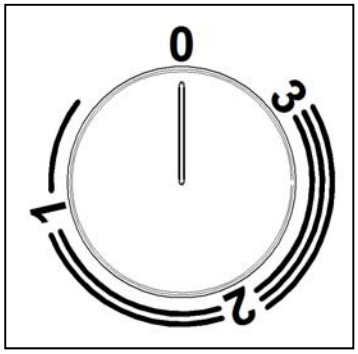
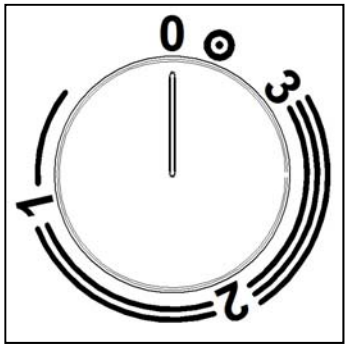

Fig. 10
Fig.11
Each worktop cooking hotplate is controlled by an energy regulator **switch (for 1 or 2 circuit type hotplate).** These allow you to select different power rates in continuous way from the lower position "0" (plate always "off") to the higher position "3" (plate always "on"; double circuit hotplates control switch (Fig. 10) allow to reach the full power rate of the related double circuit hotplate by turning the related knob in 2 nd circuit position for 1-2 sec. and the releasing it in pos.3 (Fig. 11)